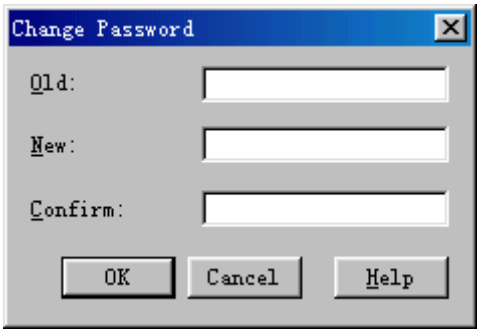

Figure 7-6 Change Password dialog box
1) In the NodeB O&M system, select **System** -> **Change Password** to display the **Change Password** dialog box as shown in Figure 7-6.